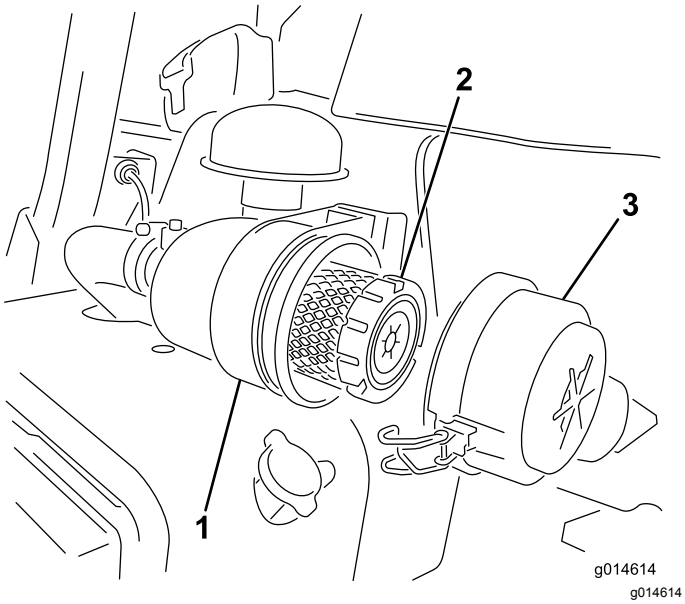

Figuur 39
1. Maak de sluitingen los waarmee het deksel van het luchtfilter is bevestigd aan het luchtfilterhuis (Figuur 39).
7. Maak de sluitingen vast (Figuur 39).